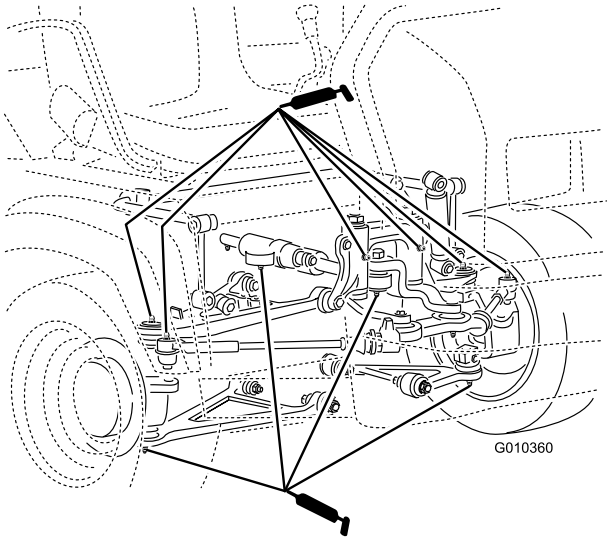

Figur 38
- Kuleledd (4), parallellstag (2), monteringsknekter (2) og styresylinder (2) (Figur 38)